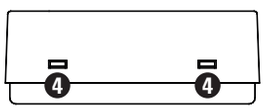

Fig. 2
- Remove the cover using the screwdriver as a lever on the plastic tabs, shown with ❷ in Fig. 1-2, pressing down lightly between the tab and the hole in the plastic, without pushing down directly on it to avoid it breaking. Fig. 2 shows the cross-section of the plastic enclosure to emphasize how to use the screwdriver correctly.